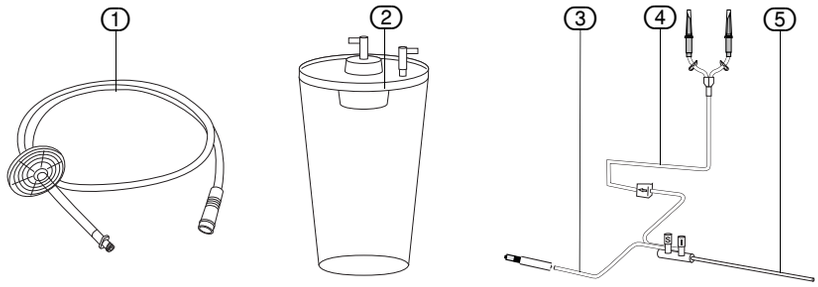
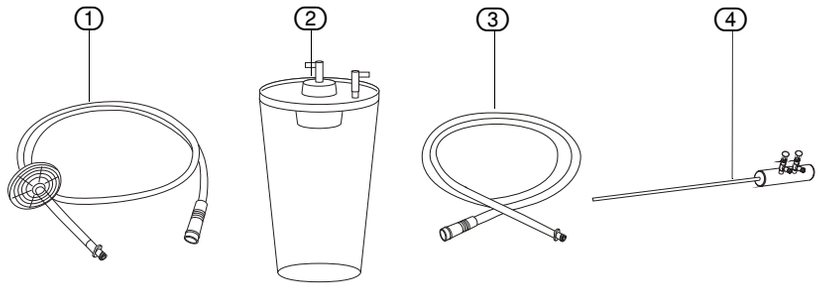

Afb. 5-14 Zuigsysteem met zuig-/spoel-instrument
Afb. 5-15 Zuigsysteem met standaardin-strument
1. Verwijder de Spoelslang (4) van het instrument (5) (zie Afb. 5-14 "Zuigsysteem met zuig-/spoelinstrument" of Afb. 5-15 "Zuigsysteem met standaardinstrument").
2. Verwijder de zuigbak (3) van de Spoelslang (4).
3. Verwijder de vacuümslang (1) van de zuigbak (3).
4. Verwijder het hygiënefilter van de vacuümslang (1).